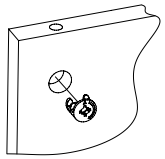

Рис.2
2. Вставить головки минификсов в соответствующие плоскостные отверстия крышки 1, дна 2 (Рис. 2).